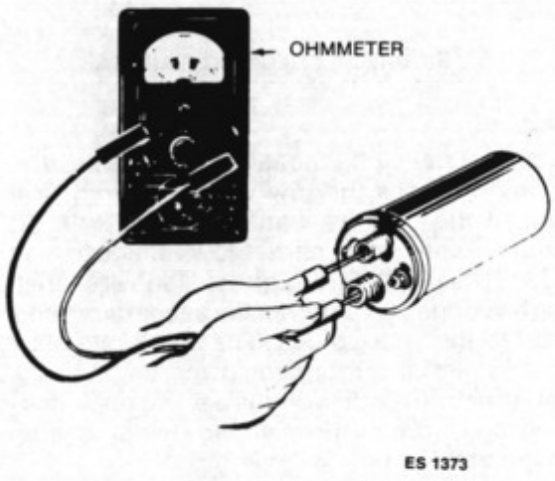

FIGURE 30. TESTING COIL SECONDARY
4. To measure resistance in the secondary circuit, connect the ohmmeter leads to the two high tension terminals (see Figure 30). The resistance measured should be between 12,600 and 15,400 ohms. A lower resistance value indicates a shorted secondary winding. A higher resistance value indicates the coil has excessive internal resistance or an open circuit. Replace coil if not within specifications.